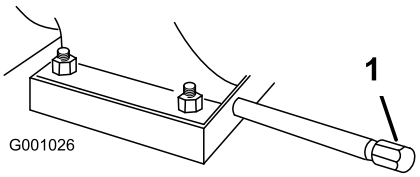

Figur 41
1. Rengør området omkring olieaftapningsdækslet (Figur 41).